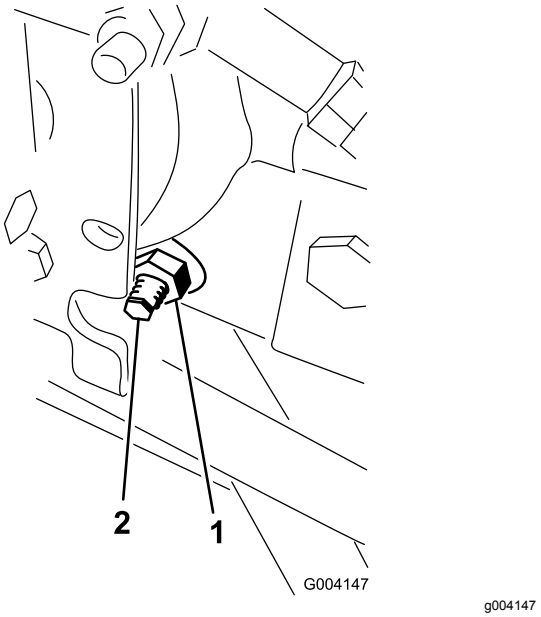

Figur 80
3. Lossa låsmuttern på hjuldrivningens justeringskam på höger sida av hydrostaten (Figur 80).